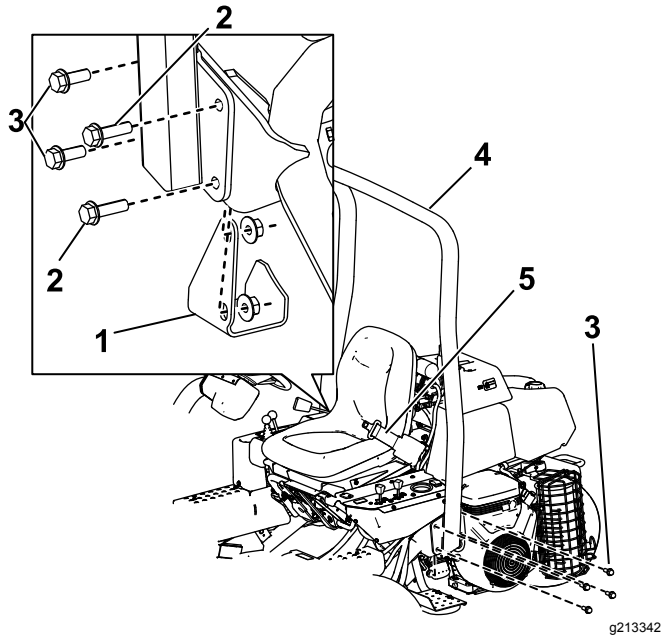

Figuur 6
2. Laat de rolbeugel (Figuur 6) op de montagebeugels zakken en zorg ervoor dat de montagegaten uitgelijnd zijn.
3. Bevestig de linkerzijde van de rolbeugel aan de montagebeugel met 4 bouten (½" x 1½") en borgmoeren (Figuur 6).
5. Bevestig de rechterzijde van de rolbeugel en het eerder verwijderde stutplatform aan de montagebeugel met 2 bouten (½" x 1½"), 2 bouten (½" x 1¾") en borgmoeren zoals getoond in Figuur 6.